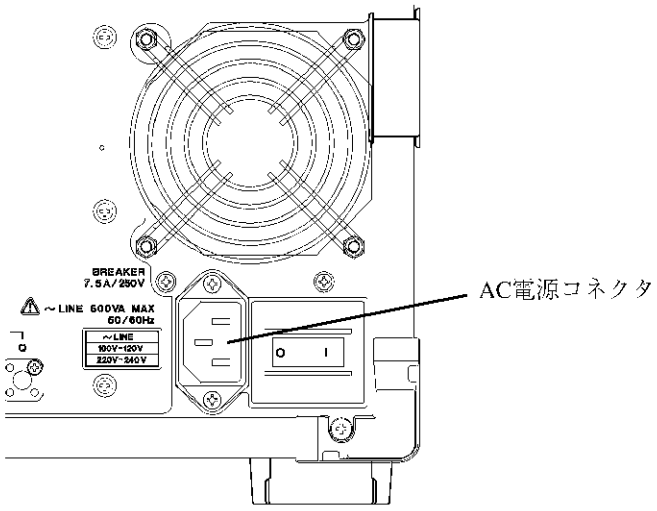

図 3-6　電源ケーブルの接続
2. 本器背面パネルの AC 電源コネクタと、保護接地端子を備えた 3 極電源コンセントを付属の電源ケーブルで接続します（図 3-6 を参照）。